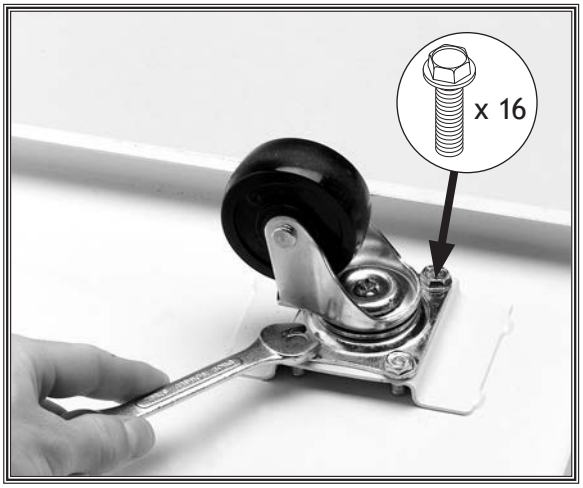

Figure 6. Installing caster to base.
2. Attach the casters to the base with (16) 5/16"-8 x 1/2" flange bolts, as shown in **Figure 6.**